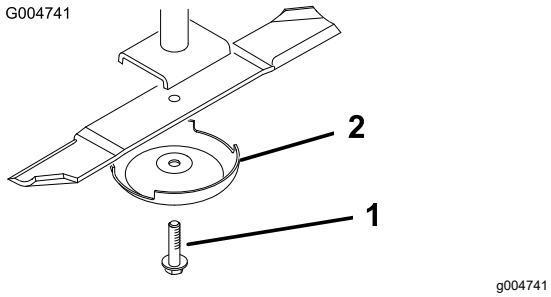

Figuur 143
3. Verwijder de mesbout, de antiscalpeercup en het mes van de as (Figuur 143).